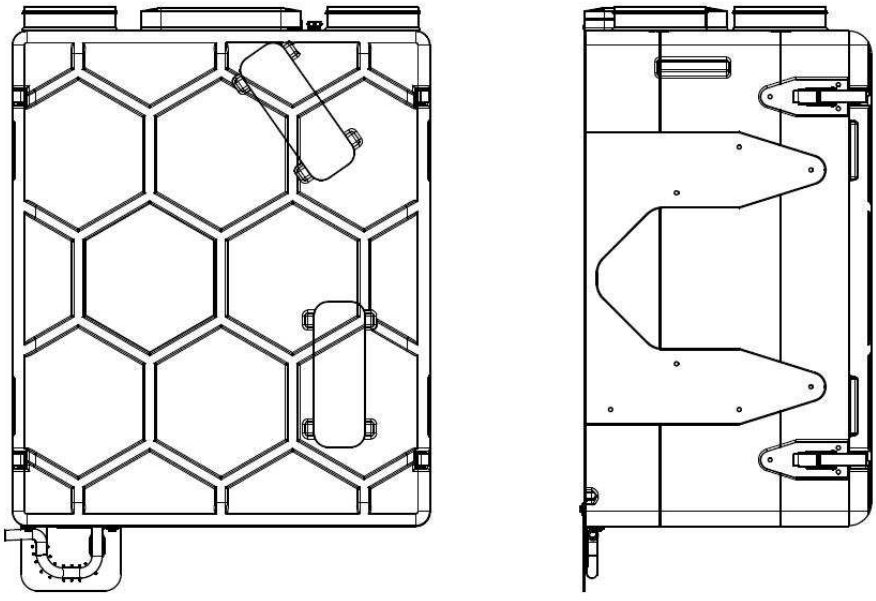

Rys. 14 - Elastyczny przewód przytwierdzony do płytki syfonu
- Za pomocą dostarczonych opasek przytwierdź elastyczny przewód do syfonu, zgodnie z Rys. 14.